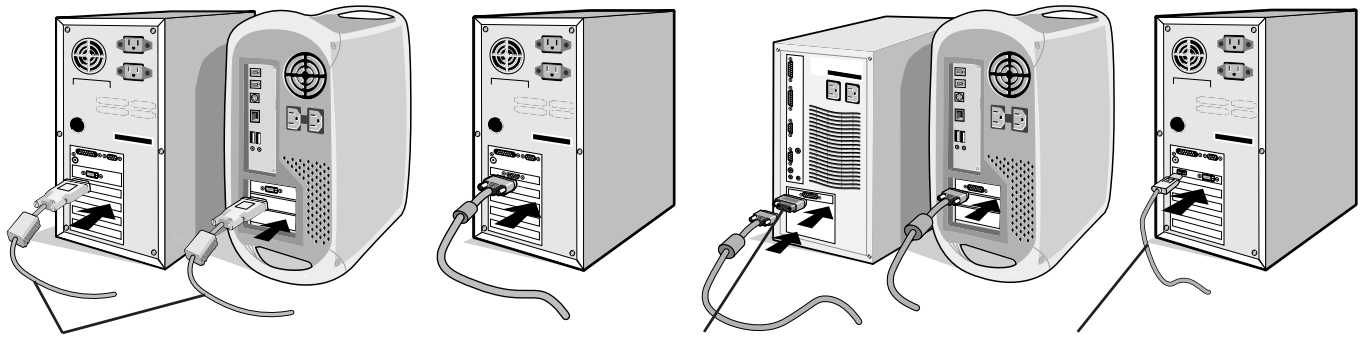

Figure A.1 **Figure A.2** **Figure B.1** **Figure B.2**
2. **For the PC or MAC with DVI digital output:** Connect the DVI signal cable to the connector of the display card in your system (**Figure A.1**). Tighten all screws.